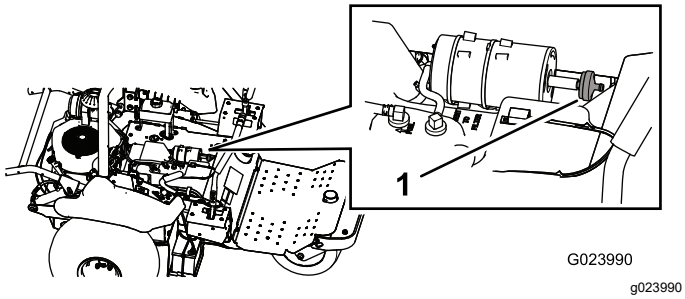

**Figuur 44**
3. Neem het filter van de koolstofhouder (Figuur 44).